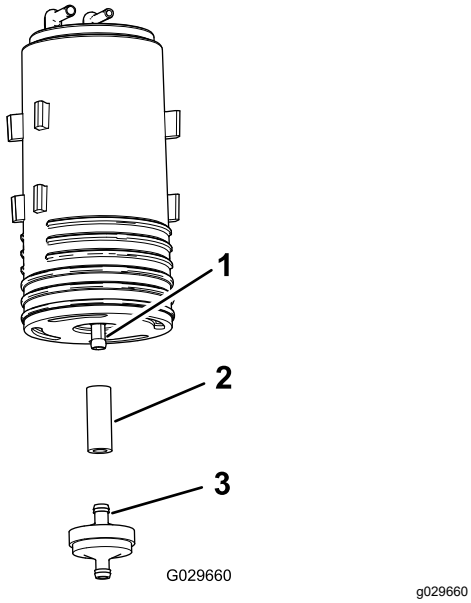

**Figur 48**
4. Fjern karbonsylinderfilteret og den korte delen av slangen fra den nedre nippelen på den gamle karbonsylinderen (Figur 48).
5. Monter slangen på den nedre nippelen på den nye karbonsylinderen (Figur 48).
6. Plasser til en ny karbonsylinder inn i slangen (Figur 48).